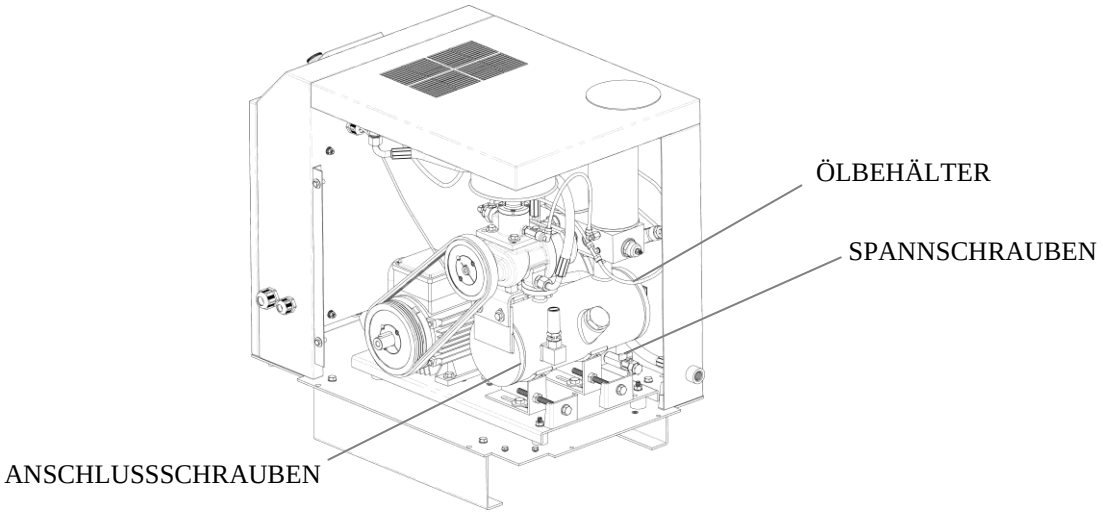

Figure 6.4 – SCHRAUBEN FÜR RIEMENSPANNUNG
F. AUSTAUSCH UND EINSTELLUNGEN DES ANTRIEBRIEMENS (Abb.6.4)